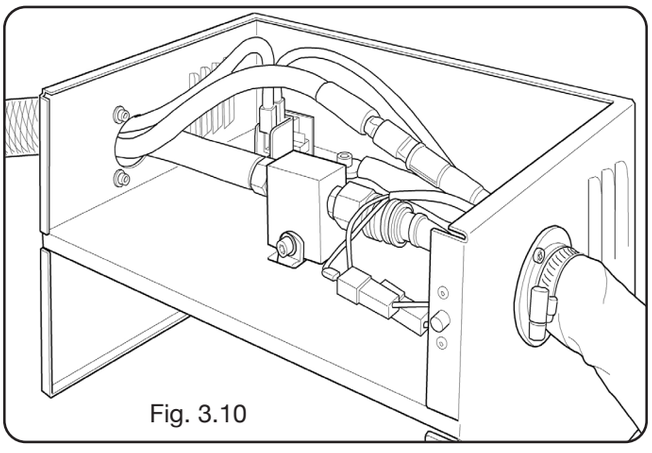

Fig. 3.10
• Insert the torch cable (Item No 1640, 1642) in Unit HV19-1 (Item No 464) , or in Unit HV19-CNC/PVC (Item No 459) as shown in the left side of figure 3.10.